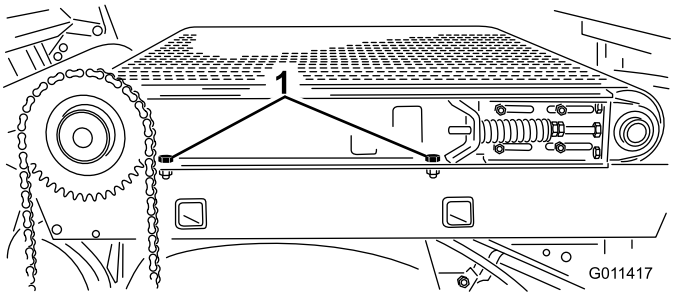

Figur 34
6. Lossa de två huvudskruvar, brickor och muttrar på höger sida av maskinen som fäster glidflaket på ramen (Figur 34). Kontrollera att fästelementen är tillräckligt lösa för att glidflaket ska kunna tippas.